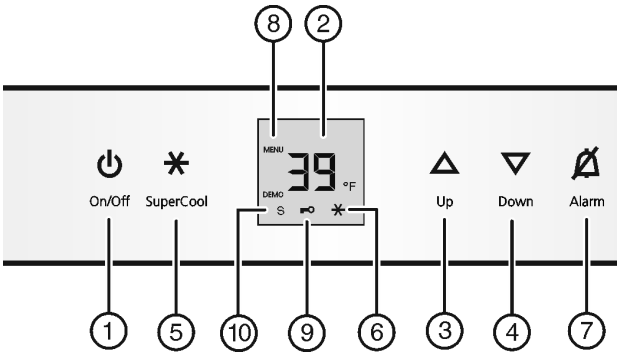

Fig. 3
▶ Press On/Off button *Fig. 3 (1)*.
▶ Activate setting mode: Press SuperCool button *Fig. 3 (5)* for about 5 seconds.
▷ The SuperCool button *Fig. 3 (5)* will flash.
▶ Using Up button *Fig. 3 (3)*/ Down button *Fig. 3 (4)* select °.
▶ To confirm: Briefly press SuperCool button *Fig. 3 (5)*.
▶ Using Up button *Fig. 3 (3)*/ Down button *Fig. 3 (4)* select °F or °C.
▶ To exit setting mode: Press On/Off button *Fig. 3 (1)*.
▶ Select setting mode: Press and hold the SuperCool button *Fig. 3 (5)* for approx. 5 seconds.
▷ The Menu symbol *Fig. 3 (8)* lights up.
▶ Using the Up *Fig. 3 (3)* or Down button *Fig. 3 (4)*, select **c**.
▶ Press the SuperCool button *Fig. 3 (5)* briefly to confirm.
▶ To switch on the child proof lock, press the SuperCool button *Fig. 3 (5)* briefly.
▷ The Child safety symbol *Fig. 3 (9)* lights up. **c** flashes on the display.
▶ To switch the child proof lock off, press the SuperCool button *Fig. 3 (5)* briefly.
▷ The Child safety symbol *Fig. 3 (9)* goes out. **c** flashes on the display.
▶ To deactivate setting mode: Press the On/Off button *Fig. 3 (1)*.
▶ Press Alarm button *Fig. 3 (7)*.
▶ To activate setting mode: Press and hold the SuperCool button *Fig. 3 (5)* for approx. 5 s.
▶ To access the Sabbath mode function: Briefly press the SuperCool button *Fig. 3 (5)*.
▶ **To turn on** Sabbath mode, briefly press the SuperCool button *Fig. 3 (5)*.
▶ **To turn off** Sabbath mode, briefly press the SuperCool button *Fig. 3 (5)*.
▷ The Sabbath Mode symbol *Fig. 3 (10)* appears on the temperature display as long as Sabbath Mode is active.